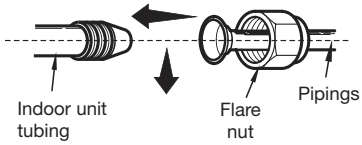

Figure 1.6
2. Screw the flare nut with your fingers, and then tighten it with a spanner and torque wrench, as shown in figure 1.6.